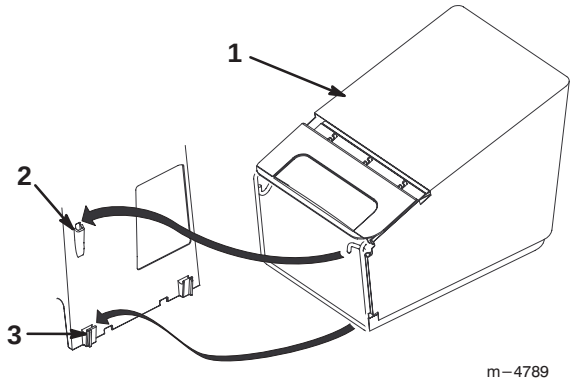

Abbildung 18
5. Den Haken des Graskorbrahmens wie in Abbildung 18 gezeigt in den Mähdeckschlitz und auf die Graskorbrahmensättel stecken.
4. Den Graskorbrahmen wie in Abbildung 18 gezeigt von den Graskorbrahmensätteln herunterheben und aus dem Mähdeckschlitz herausziehen.